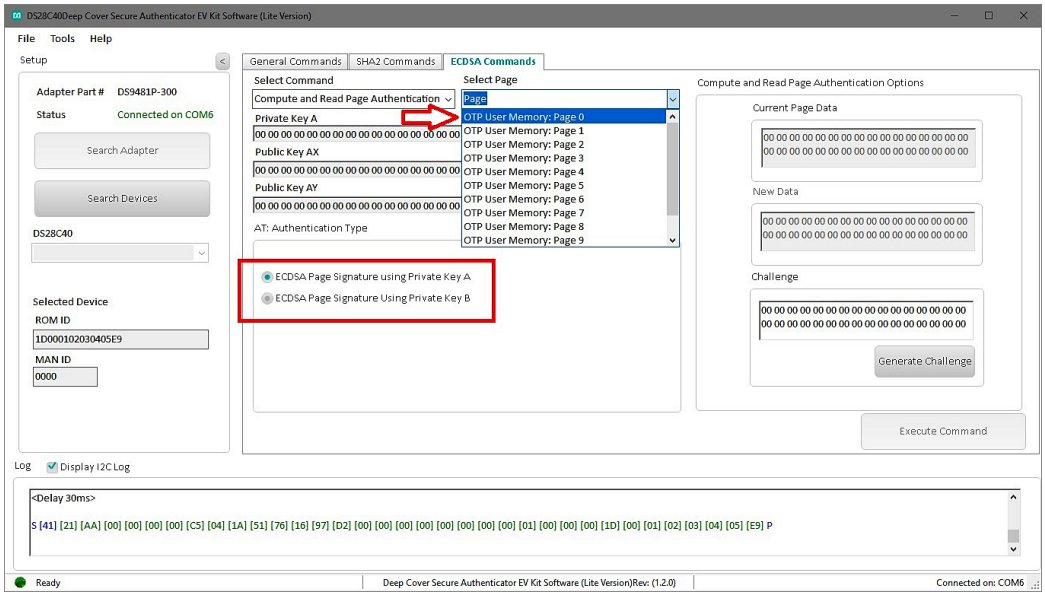

Figure 27. Selecting Page and Key
5) From the **Select Page** drop-down menu, select the desired page and public key (Figure 27).
6) From the **AT: Authentication Type** combo box, select the private key (Figure 27).